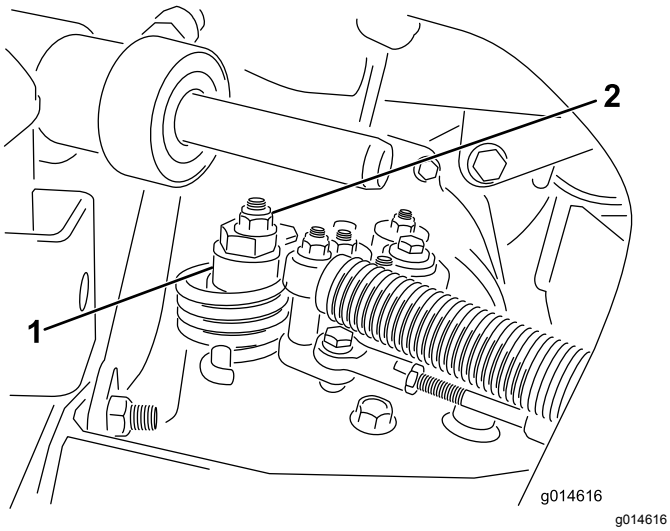

Rysunek 38
A. Poluzuj nakrętkę mocującą mimośród do górnej części higrostatu (Rysunek 38).
C. Obracaj mimośrodem, aż ustanie powolny ruch w każdym kierunku. Gdy koło przestanie obracać się, dokręć nakrętkę, blokując mimośród i regulację (Rysunek 38). Sprawdź prawidłowość wyregulowania, ustawiając dźwignię przepustnicy w położeniu NISKICH i WYSOKICH obrotów.